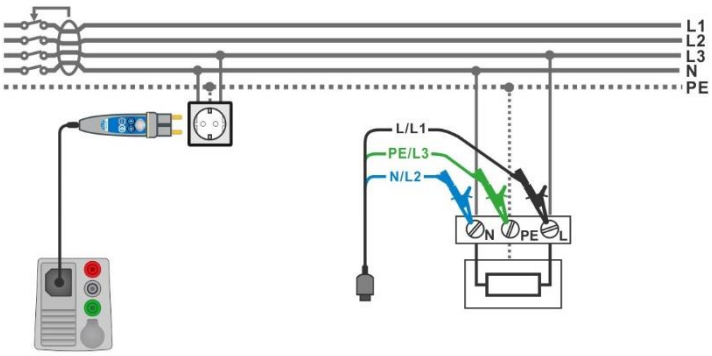

Figure 7.34: Connecting the Plug commander and the 3-wire test lead
- Connect L, N and PE of 3-wire test lead or Plug commander to the object under test, see ***Figure 7.34***.
- Connect 3-wire test lead or Plug commander to the object under test, see ***Figure 7.34.***
- Connect 3-wire test lead or Plug commander to the object under test, see ***Figure 7.34***.
› Enter the **RCD Auto** function. › Set test parameters / limits. › Connect test cable to the instrument. › Connect 3-wire test lead or Plug commander to the object under test, see ***Figure 7.34***